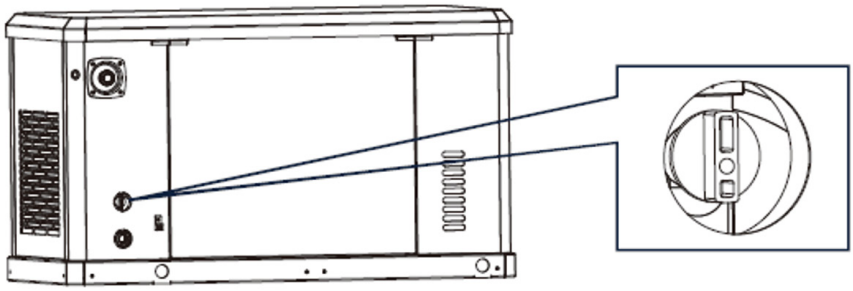

Figura 5-1
Para obtener información sobre la posición del mando de conmutación de combustible (A), consulte la Figura 5-1. Mezclador de gas con pomo de conversión de combustible arriba.